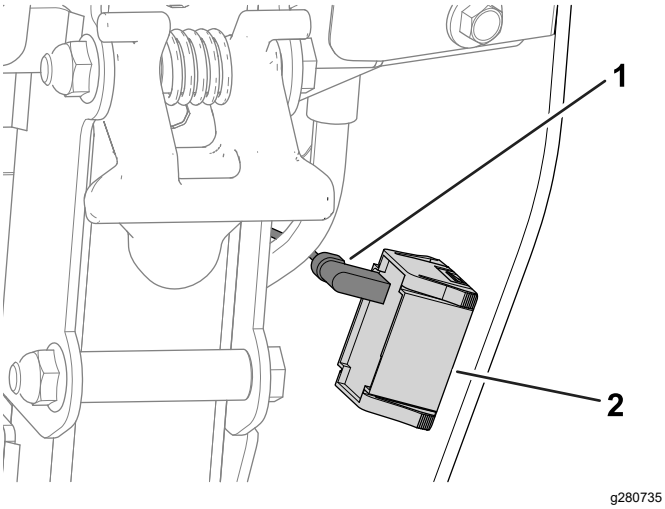

**Figuur 40**
A. Maak de kabelboomaansluiting los van de urenteller (Figuur 40).